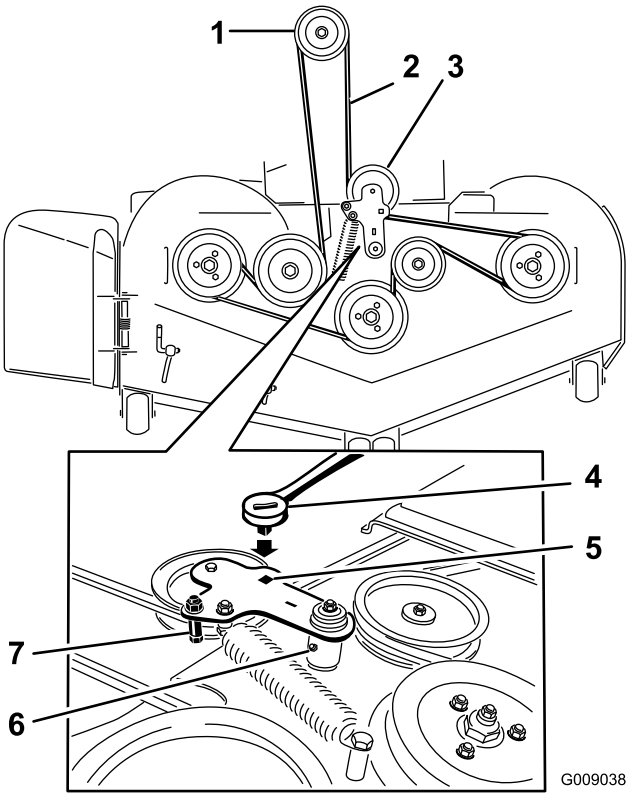

Figur 103
6. Løft opp gulvpanelet og sett en skralle i det firkantede hullet i klippeenhetens lederull (Figur 103).
7. Vri klippeenhetens lederull med urviseren og fjern klipperremmen (Figur 103).